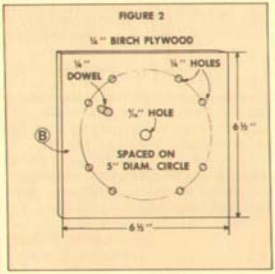

FIGURE 3 SECTION VIEW OF FRAME
The next step is to cut the double rabbet for the clock face and the back (Fig. 3) along the entire length of the lamination. The third and fourth cuts are a bit tricky. It's best to clamp a hold-down strip to the fence to prevent the workpiece from tipping during the cut. (On a radial-arm saw, this profile can be achieved by making a series of overlapping grooves with a dado set.)
The base (C) is laminated and notches are cut for the support arms (D), Fig. 3. The arms are secured to the base with ¼" dowels. At the top of each arm a ¼" hole is drilled for the dowel on the turning knob. The 1½" diameter knob is cut with a circle cutter. Then a ¼" dowel is glued into the knob and allowed to dry. Finally, ¼" holes are drilled in the sides of the frame and the knob/dowel is glued into the frame only. (Be sure to keep any glue from seeping into the hole in the support arm so the dowel is free to turn.)